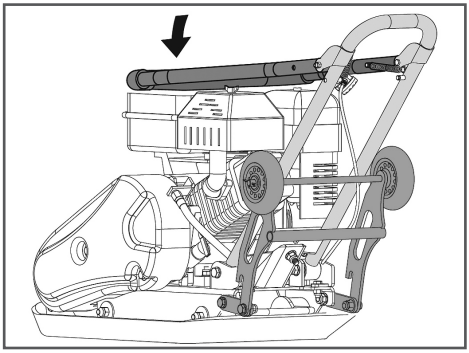

Рис. 30 Положение рабочей рукоятки и транспортировочной тележки при хранении
6. Для экономии места при хранении виброплиты сложите рабочую рукоятку, как показано на Рис. 30.